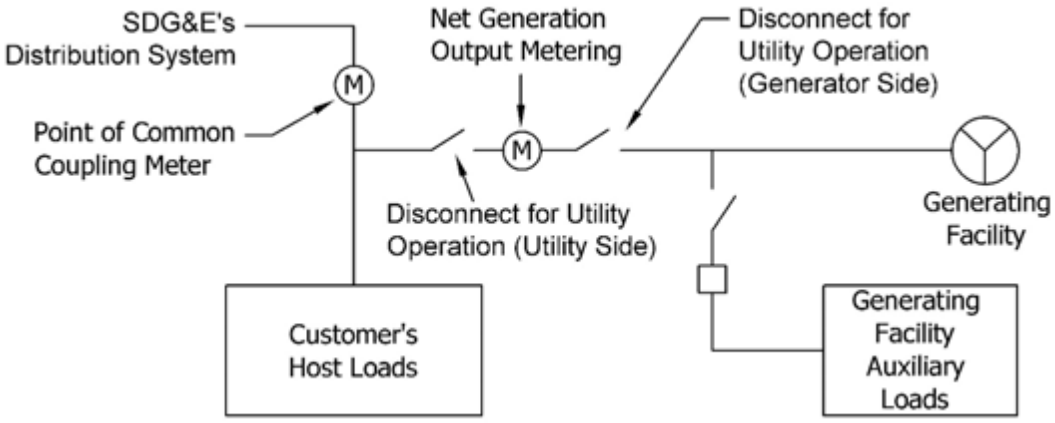

FIGURE 1
A NGOM is always installed in the electrical circuitry used to interconnect a customer's generating facility with host load. More specifically, it is located in the circuitry at a location after any connections used to serve the "auxiliary loads" used to operate the generating facility, but before any connection to the host load. See Figures 1 and 2 below:
Notes to Figures 1 and 2:
(1) For metering purposes, the generator conductors shall be connected to the line side of the NGOM socket.
(2) For bus taps, see page SG 517.1.
(3) NGOM panels and devices are normally required to be grouped with the billing meter at the PCC (also referred to as the service and metering equipment).
(4) Visible, open, and lockable disconnects are required on each side of the NGOM except as noted in Figures 1 and 2. See pages SG 511.1 – 511.3 for disconnect requirements.
(5) A site placard is required at the service and metering equipment. See page SG 017.1 for site placard requirements. If NGOM is not located in line of site of the service and metering equipment, an additional site placard is required on the NGOM denoting the location of the service and metering equipment.
(6) An address placard is required on the front of the NGOM panel.
(7) A placard shall be installed on the Utility side disconnect labeled: "PV (or WT) SYSTEM DISCONNECT FOR UTILITY OPERATION – UTILITY SIDE."
(8) A placard shall be installed on the generator side disconnect labeled: "PV (or WT) SYSTEM DISCONNECT FOR UTILITY OPERATION – GENERATOR SIDE."
(9) Conductors terminating in the NGOM panel shall be labeled "UTILITY" AND "GENERATOR".
(10) For instrument transformer rated CT NGOM panels, a "CURRENT FLOW" placard with an arrow pointing towards the utility side disconnect shall be installed on the inside side wall of panel or on the outside front of NGOM panel.
(11) In no case shall any of the host load be connected to the generator side of a NGOM panel.